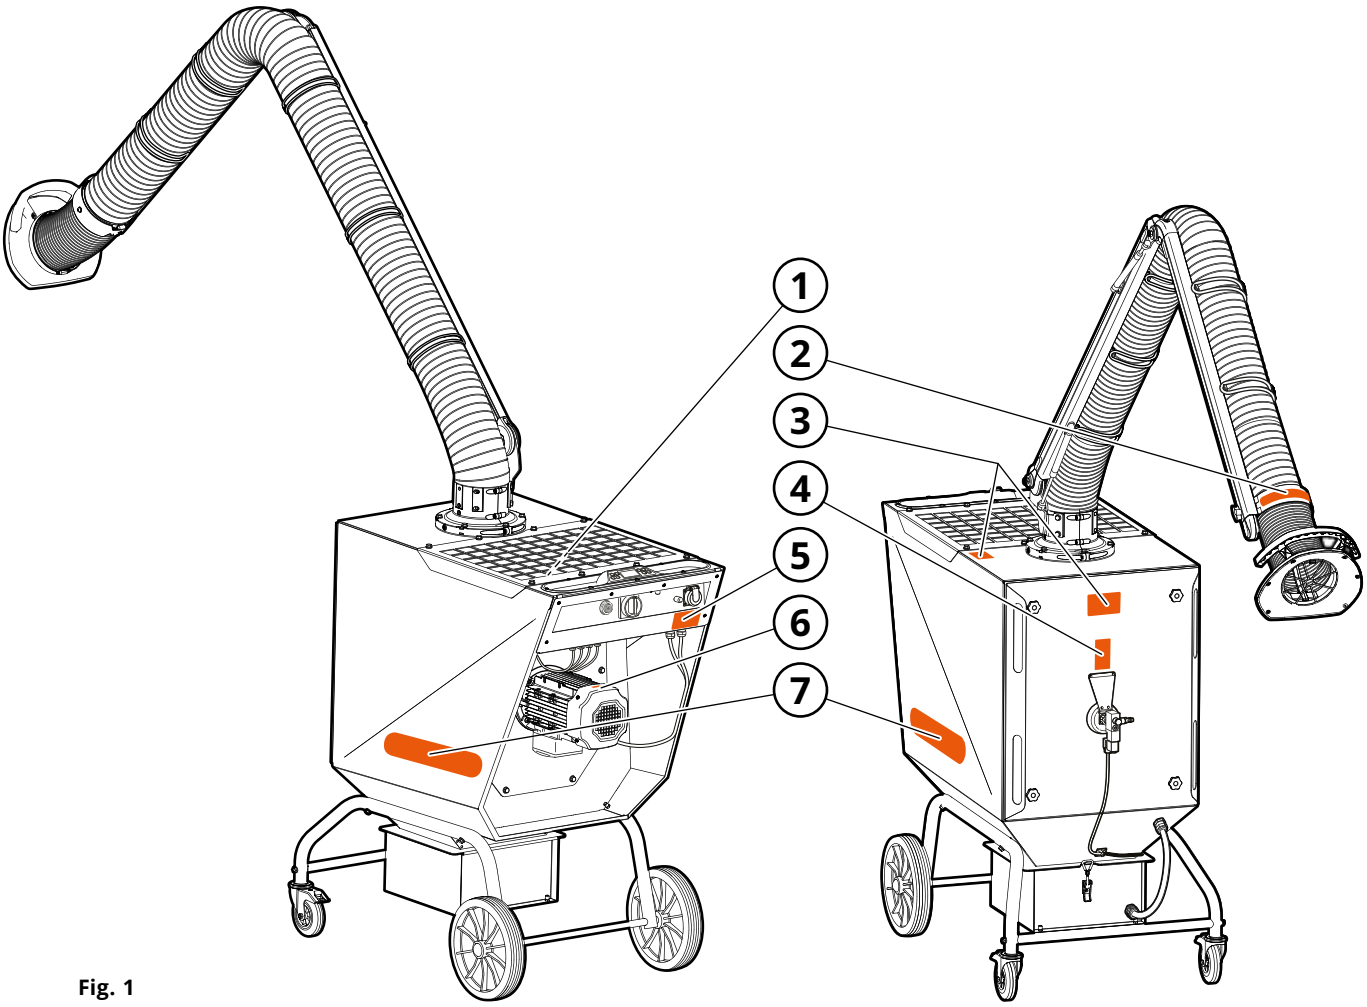
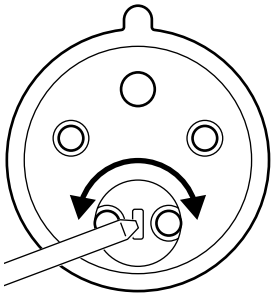

Fig. 1
Fig. 15
Selon la **Fig. 1**.
3. Contrôlez le sens de rotation du ventilateur. Pour ce faire, démarrez le ventilateur, puis arrêtez-le. Lorsque la vitesse diminue, vous pouvez voir le sens de rotation du moteur à travers le capot de protection du refroidissement de ventilateur (où se trouve l'autocollant, selon la **Fig. 1**, pos. 6). Si le sens de rotation est incorrect, inversez les phases dans la fiche avec un ciseau plat comme indiqué sur la (**Fig. 15**).